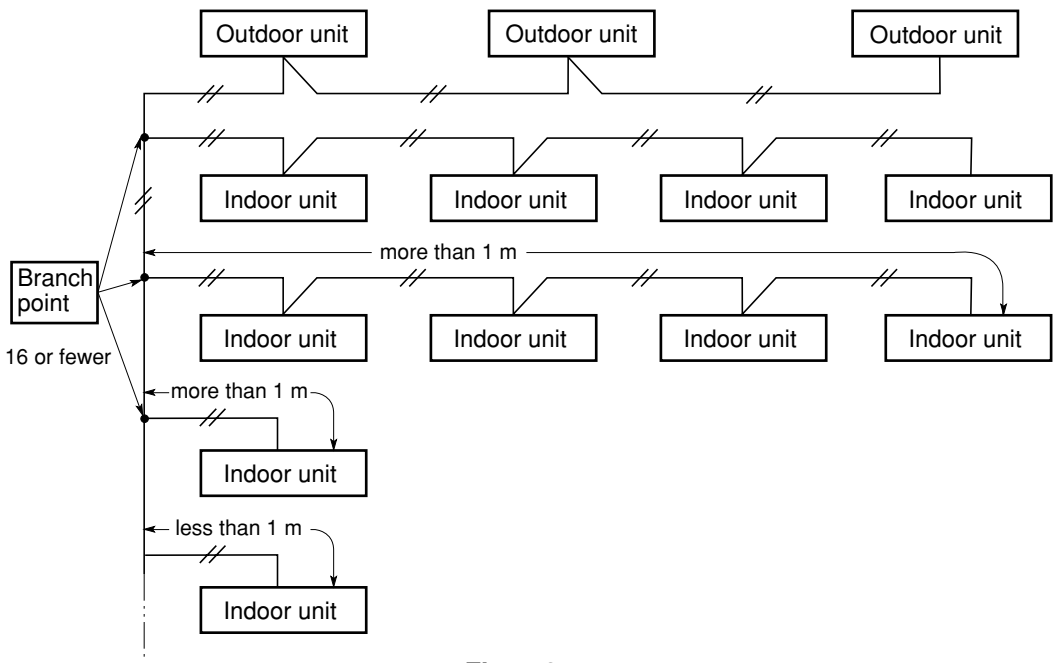

**Fig. 5-3**
**(4) If branching the inter-unit control wiring, the number of branch points should be 16 or fewer. (Branches less than 1 m are not included in the total branch number.) (Fig. 5-3)**